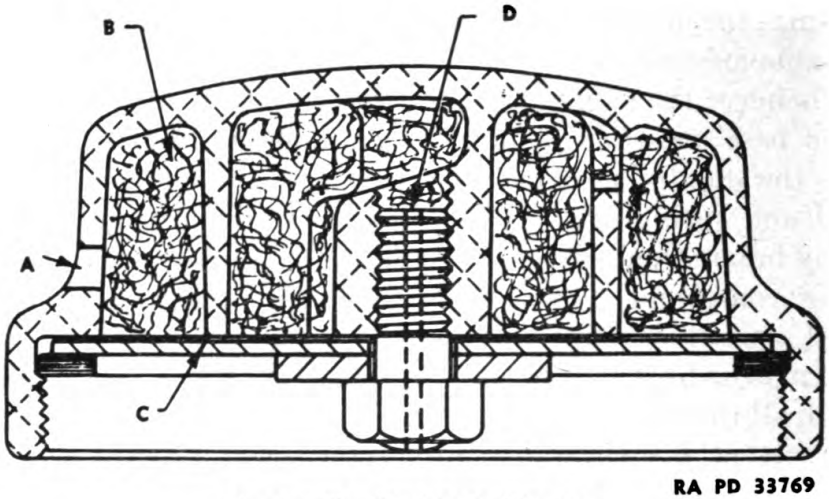

FIGURE 48.—Fuel tank filler cap.
45. Fuel tank filler cap.—The fuel tank cap (fig. 48) is provided with an element similar to that used in breathers. Air enters at the